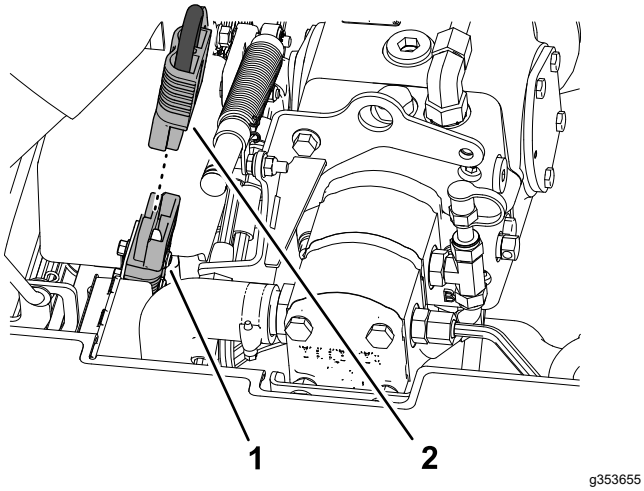

Figuur 33
1. Breng diëlektrisch smeervet aan op de raakvlakken van de onderbrekingskabel van de accu (Figuur 33).